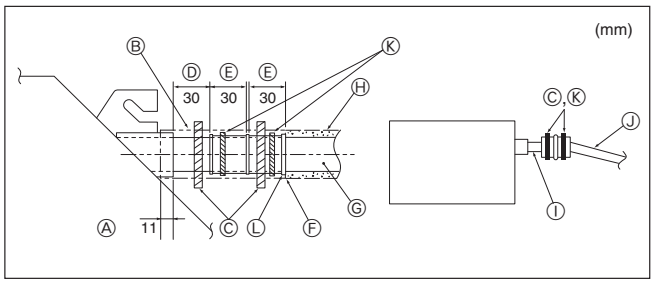

Fig. 6-2
1. Die Ablaßmuffe (mit der Anlage gellefert) an den Dränageauslaß anschließen. (Fig. 6-2) (Das Rohr mit PVC-Kleber ankleben und dann mit einem Band sichern.)